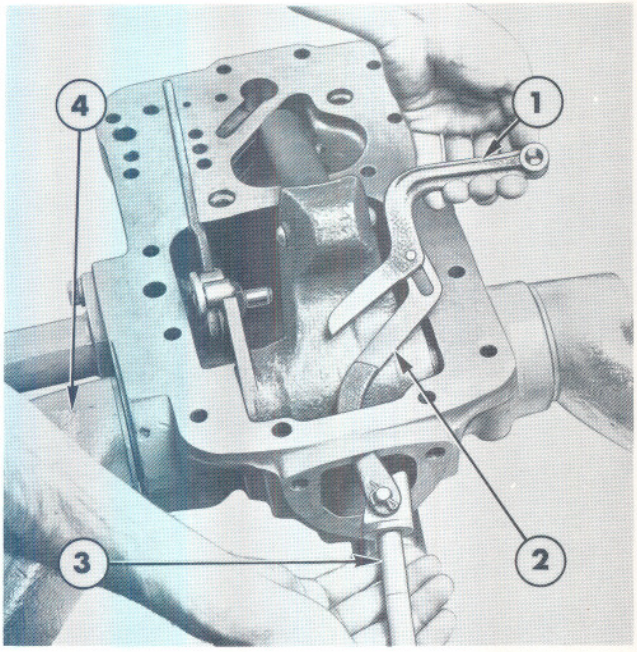

Figure 41
15. Place the lift arms in the lower position and pull the draft control plunger, draft control link and draft lever assembly through the housing, Figure 41.